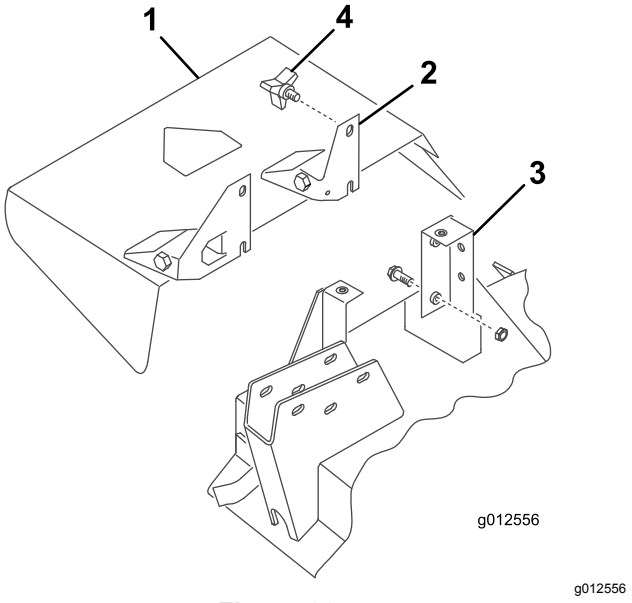

Figura 30
2. Fate scorrere le fessure sul fondo della staffa orientabile del deflettore sui bulloni nella parte laterale delle staffe del piatto di taglio (Figura 30).